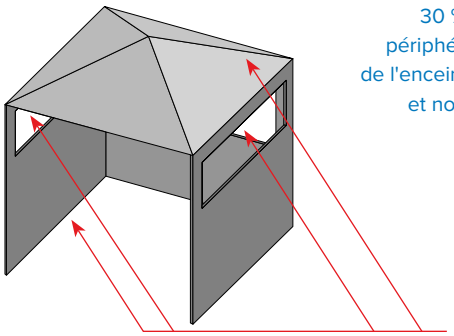
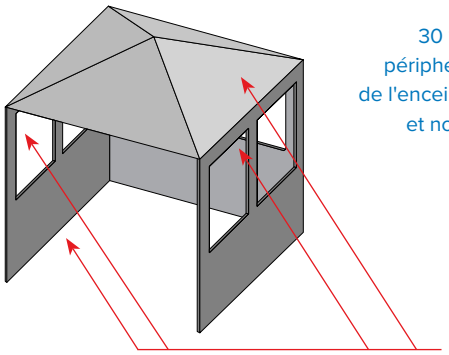

Fig. 4
Fig. 5
- Un appareil est considéré comme étant à l'extérieur s'il est installé avec un abri ne dépassant pas une configuration avec une enceinte partielle comprenant une couverture supérieure et trois parois latérales, tant que 30 % ou plus de la périphérie horizontale de l'enceinte est constamment ouverte**. (Fig 4 & Fig 5)**